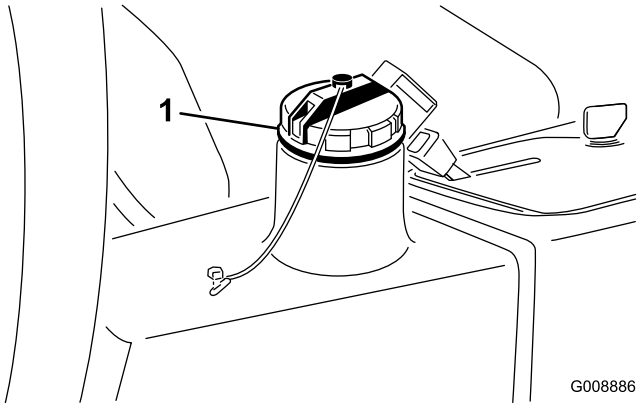

Figur 74
4. Fyll tanken (Figur 74) med ca 13,2 liter hydraulvätska; se Kontrollera hydraulsystemet.